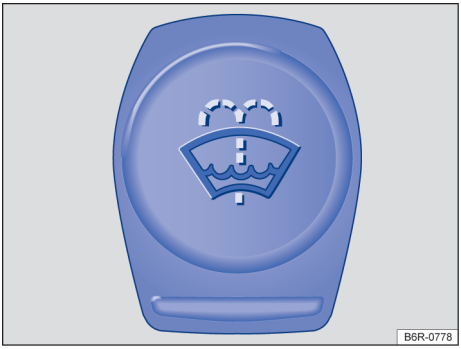

Fig. 176 No compartimento do motor: tampa do reservatório de água dos lavadores dos vidros.
– O reservatório de água dos lavadores dos vidros pode ser reconhecido pelo símbolo na tampa → Fig. 176.